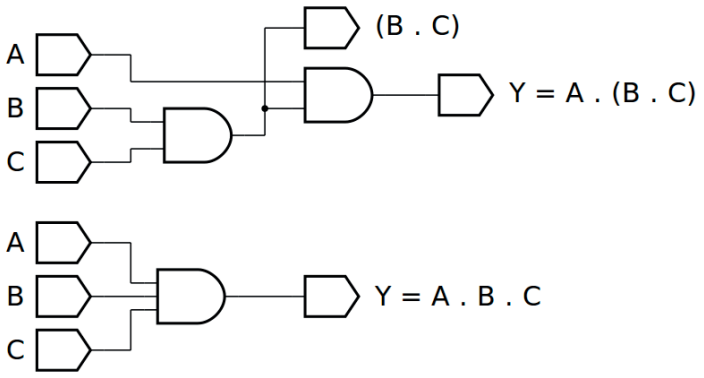
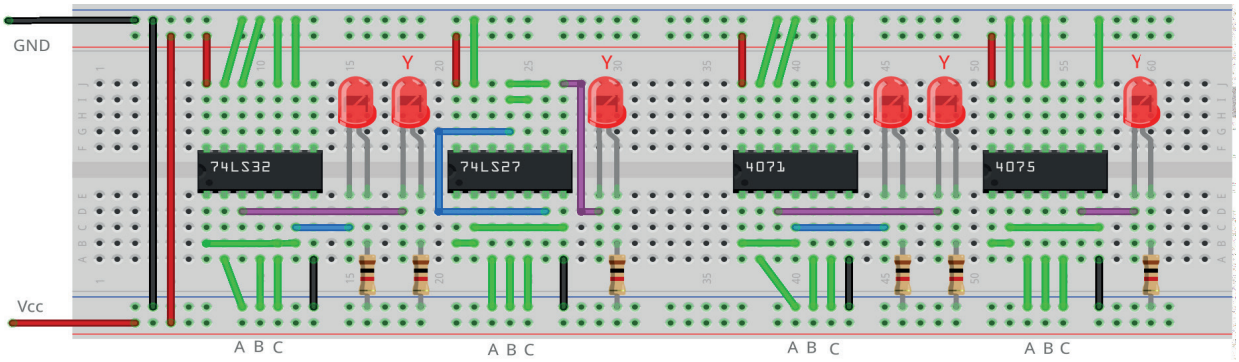

Figura 4.10 – Diagrama esquemático.
Figura 4.12 – Placa de montagem com componentes.
1. Monte o circuito da figura 4.10, conforme mostrado na figura 4.12, na placa de montagem.
6. Simule o circuito da figura 4.10 em um software de simulação para computador (SmartSim, Atanua ou Qucs) e compare com a tabela 4.4.